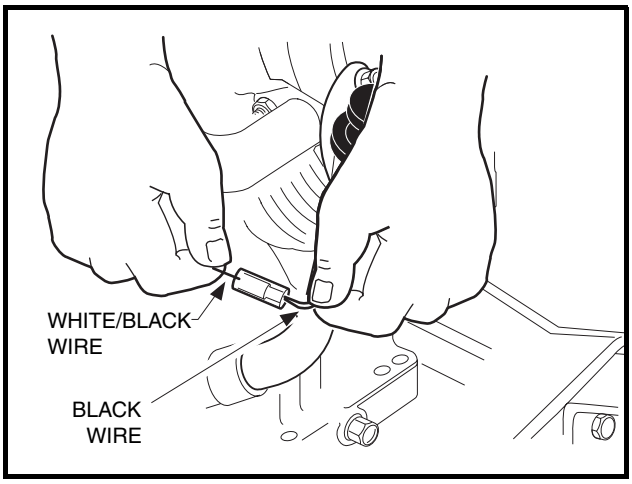

Figure 16-18 Ignition Kill Wire
4.10. Disconnect the engine kill switch wire (18-gauge white/black) from the bullet connector at the lower right front of the engine **(Figure 16-18, Page 16-10)**.